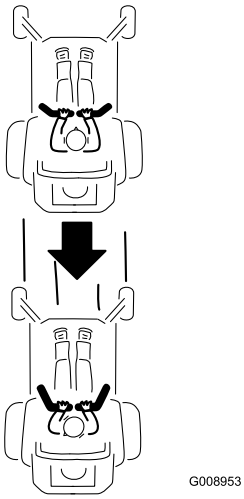

Figur 18
2. Når du skal rygge må du se bak deg og ned på bakken, mens du trekker bevegelseskontrollspakene sakte bakover (Figur 18).
Legg likt trykk på begge kontrollspakene for å kjøre rett fram (Figur 18).